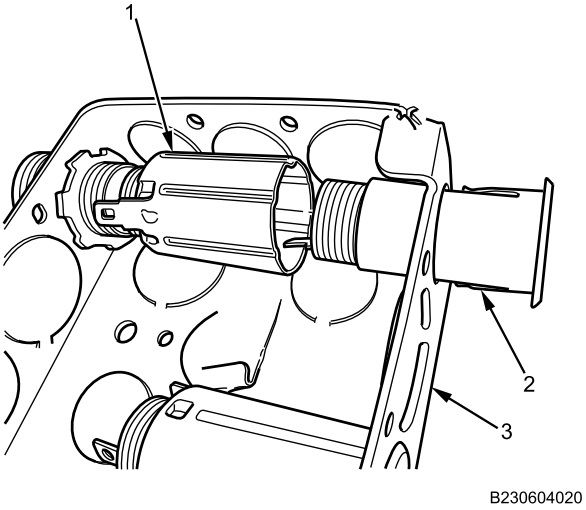

Figure 4. Junction Box.
5. Turn 12V switch base retainer (Figure 4, Item 1) counterclockwise to unscrew from the inner 12V socket (Figure 4, Item 2) and remove from junction box (Figure 4, Item 3).